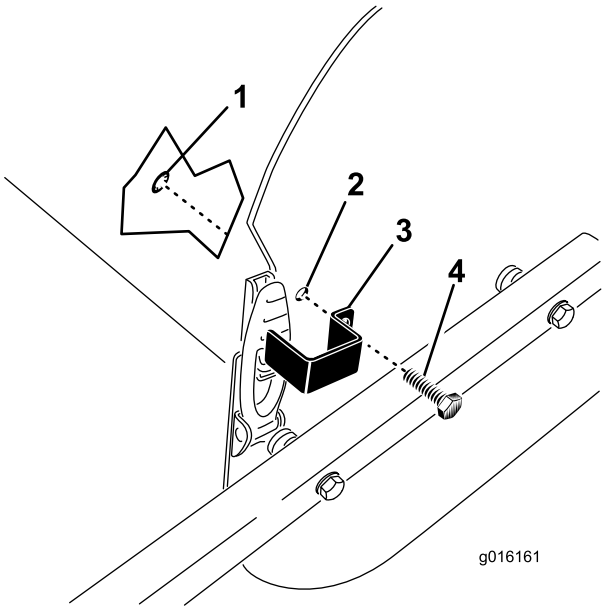

Rysunek 31
1. Umieść płytkę zatrzasku nad zatrzaskiem pokrywy i ustaw otwór montażowy równo z otworem w płycie bocznej (Rysunek 31).
2. Używając śruby i pierścienia osadczego zamocuj płytkę zatrzasku do płyty bocznej (Rysunek 31).